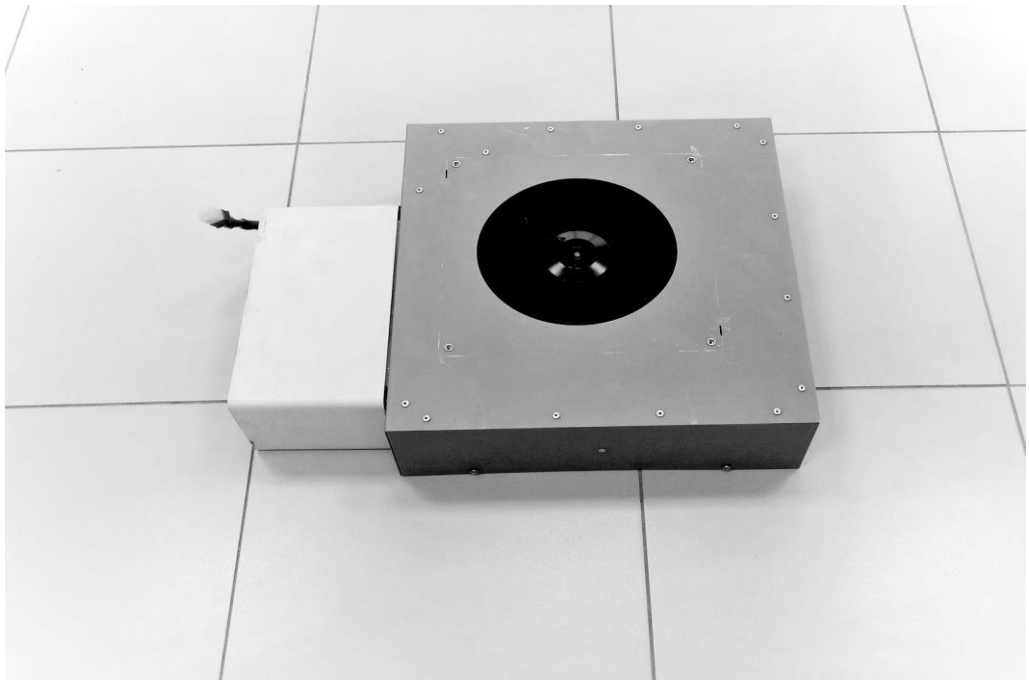

Rys. 2A
2. Na turbinę zewnętrzną (B) zakładamy kanał wentylacyjny 220x90 (E) przycięty na odpowiednią długość (na taką długość na jaką chcemy odprowadzić wylot powietrza na prawo lub na lewo od urządzenia) (Rys.2A)